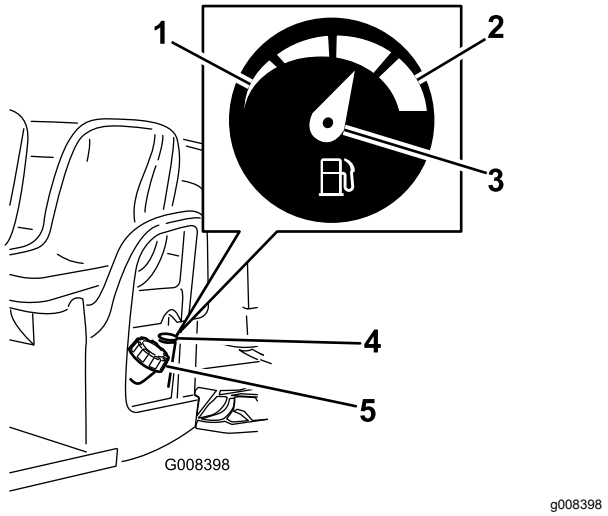

Figur 17
4. Rengör området runt tanklocket (Figur 17).